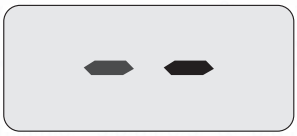
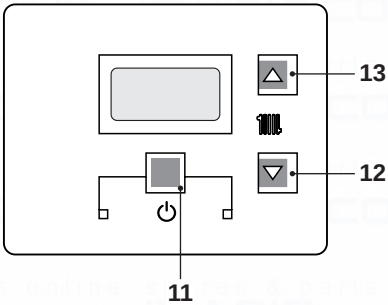

Fig. 7.4
Fig. 7.5
- Electrically power the boiler by switching on the double pole isolation switch. The LCD will display, the symbol (Fig. 7.4).
- Press the 11 key for 2 seconds until both and symbols appear on the display (Fig. 7.5).
- Switch off the boiler by pressing the 11 (Fig. 7.5) key for 2 seconds until the ▬ ▬ symbol appears on the LCD display (Fig. 7.4).